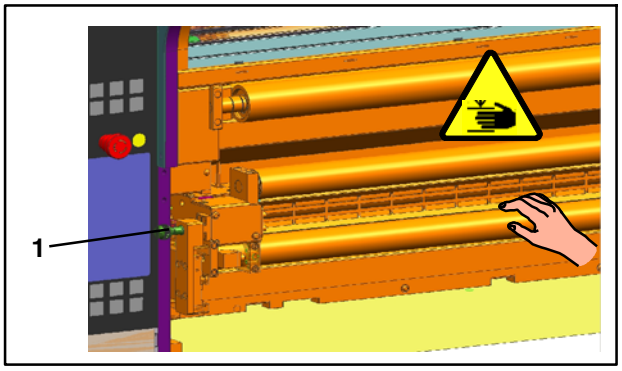

Fig. 42 Goujon d'arrêt côté dérouleur
18. Insérer la cassette côté dérouleur jusqu'en butée en position de travail, en maintenant le goujon d'arrêt (Fig. 42/1) tiré et en le relâchant seulement lorsque la cassette se trouve en position de travail